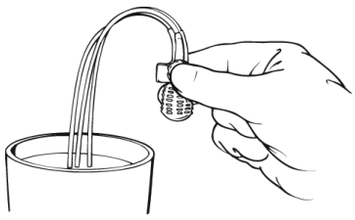

Figure 4-8
2. Submerge pump's three tubing ends into sterile normal saline. (**Figure 4-8**)